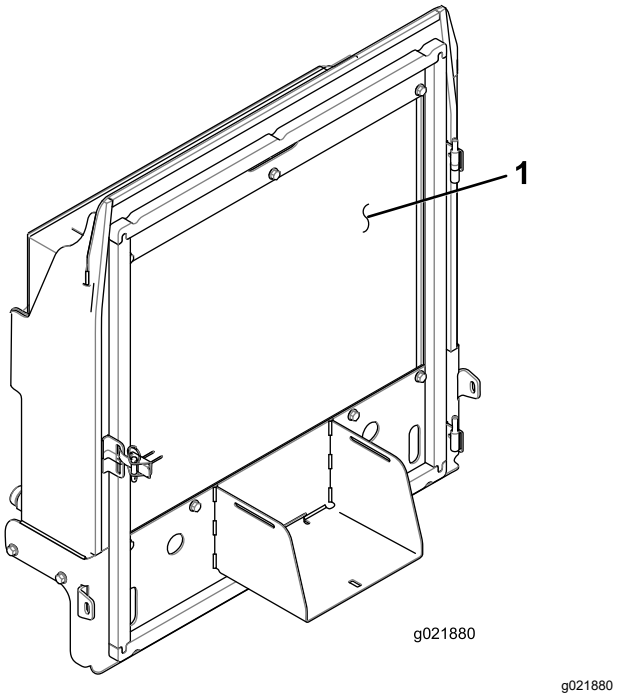

Figur 142
8. Rengør begge sider af oliekøler og køler (Figur 142) grundigt med trykluft.